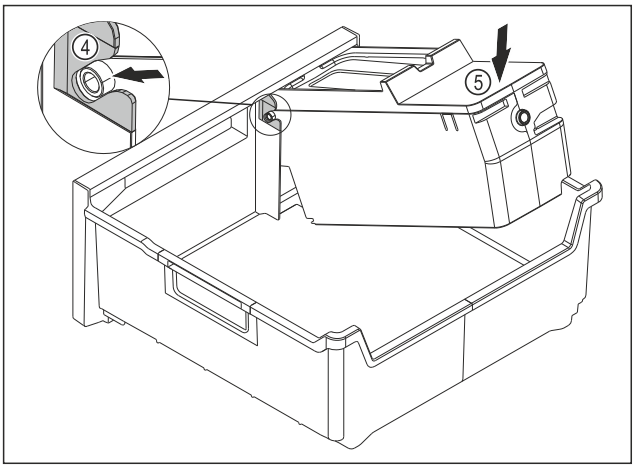

Fig. 148
▶ Installing the EasyTwist-Ice body: Push the axes for the EasyTwist-Ice body into the guides *Fig. 148 (4)*.
▶ Press the EasyTwist-Ice body *Fig. 148 (5)* down at the back.